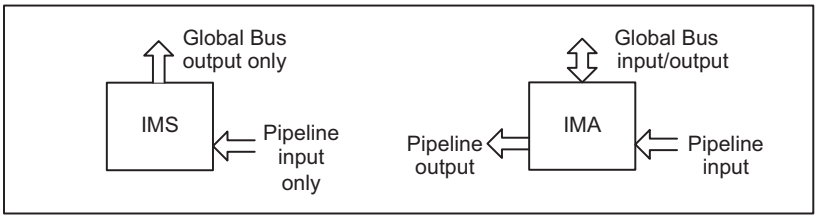

Figure 1–1. Video Bus Support
- The IMA can transmit and receive on the global bus, receive on the pipeline input bus, and output on the pipeline output bus. The IMS can only output data on the global bus, and receive data only on the pipeline input bus. The IMS does not have a pipeline output. Refer to Figure 1–1.